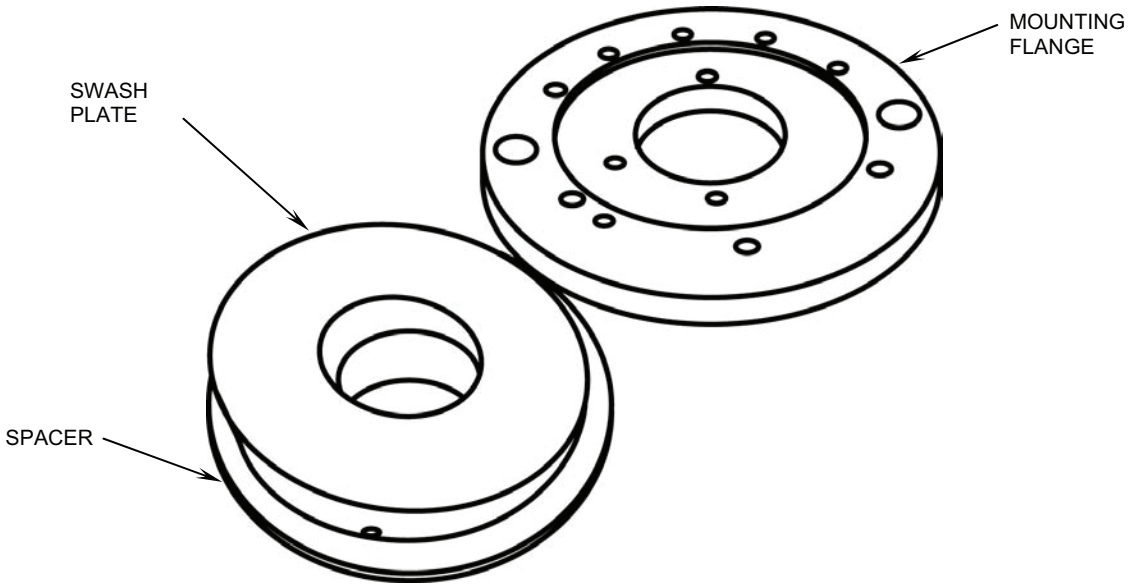

Figure 36. Swash Plate and Spacer.
o. Remove the single screw attaching the swash plate to the mounting flange and remove the swash plate and spacer (see Figure 36).